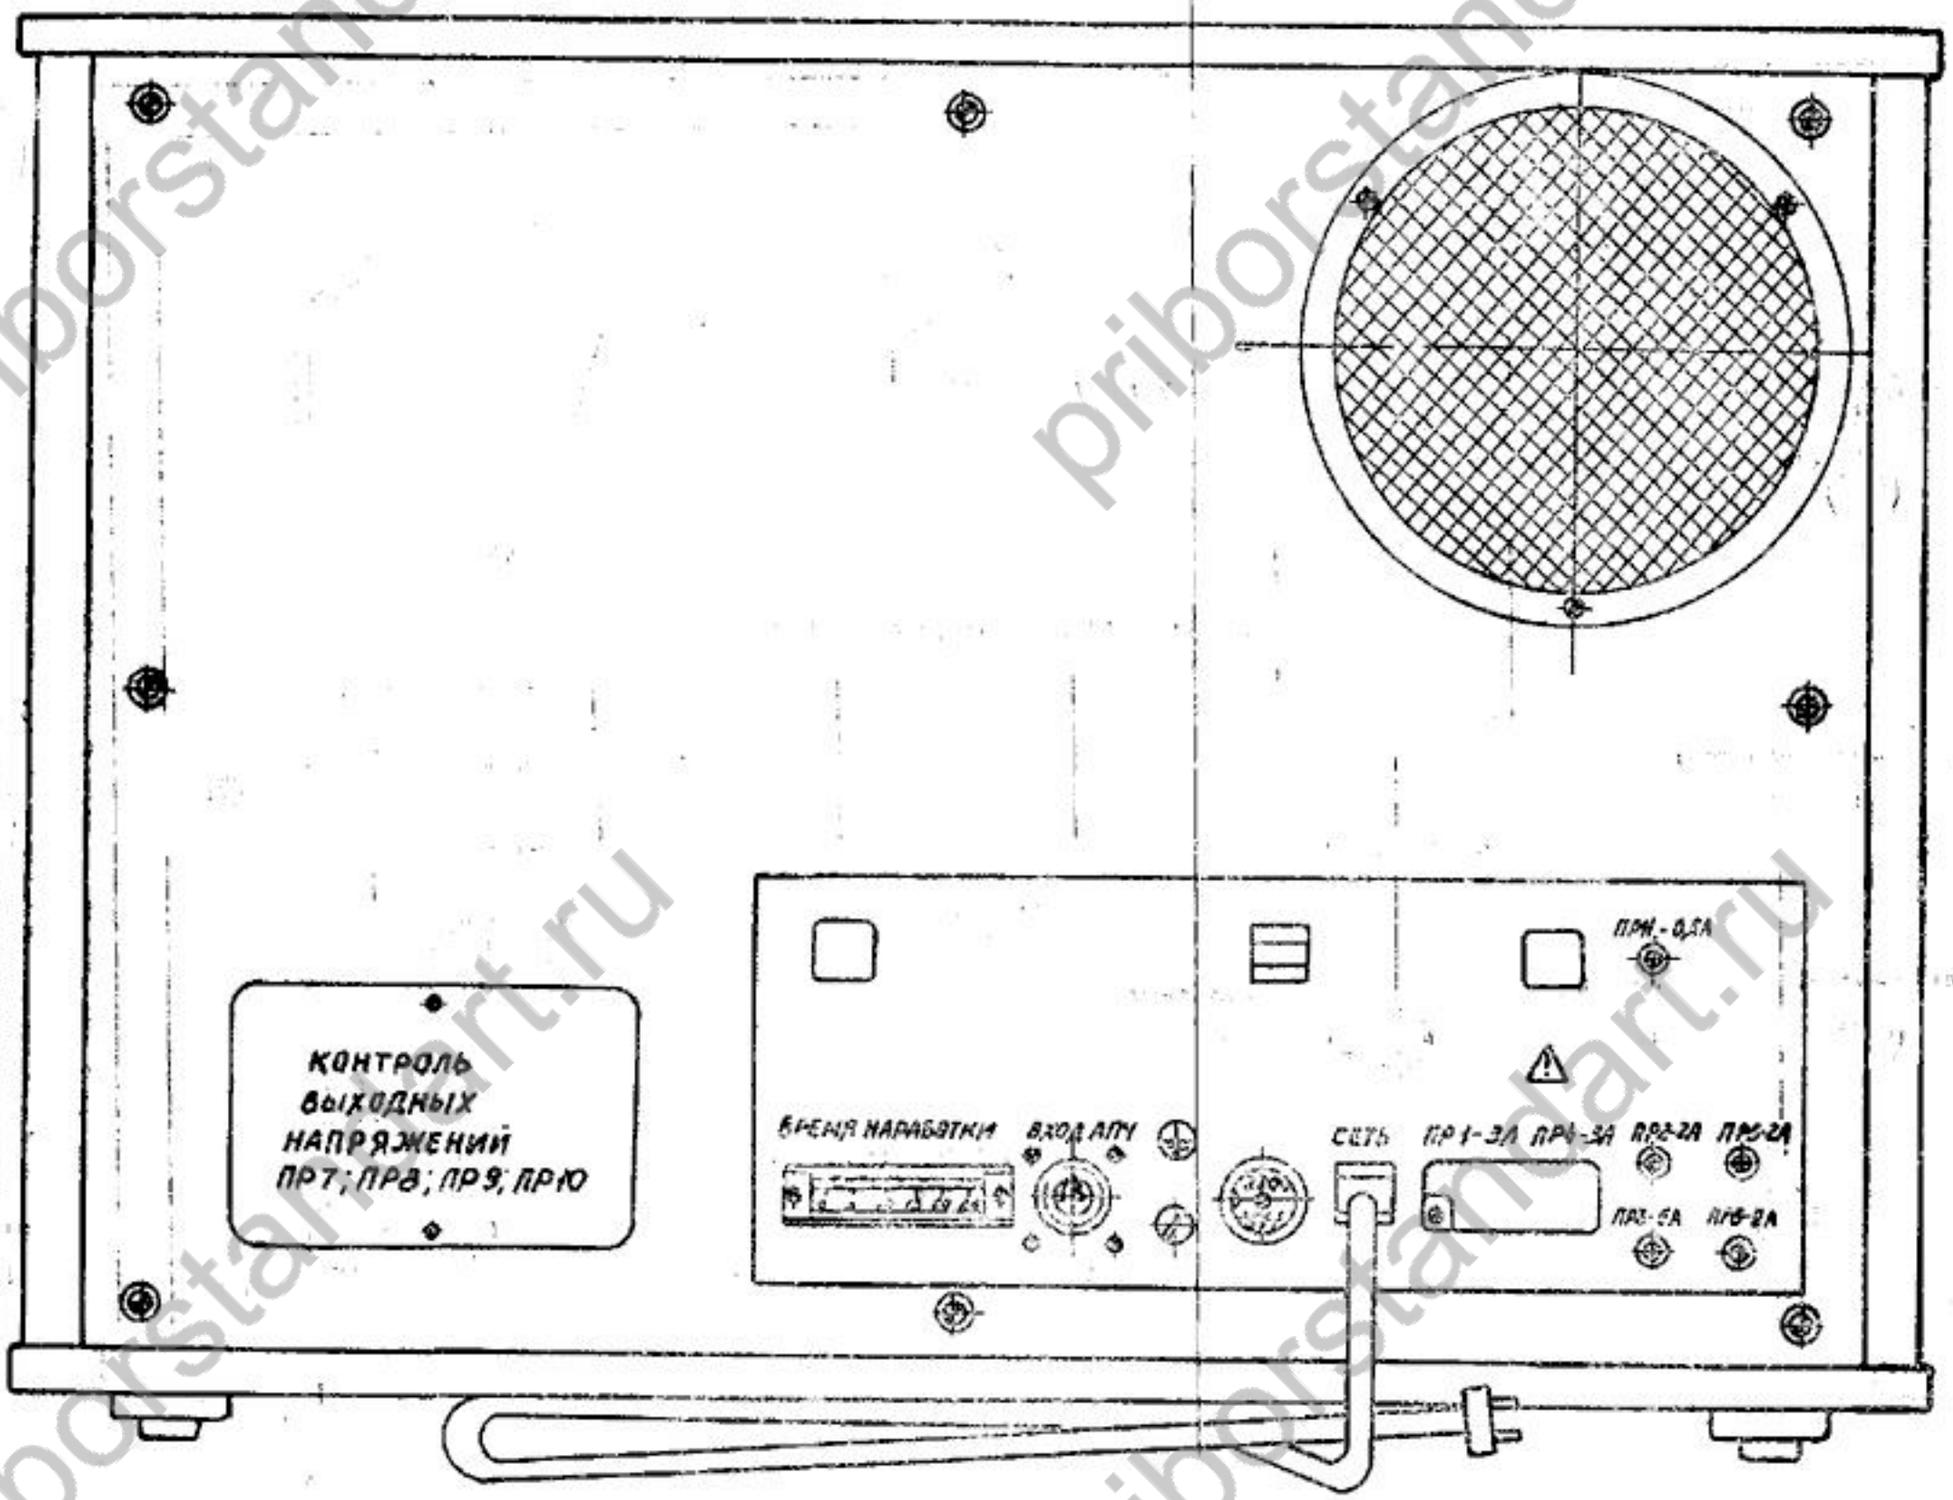

Рис. 19. Вид на генератор сзади
8. 1. 2. На задней стенке (рис. 19) расположены следующие органы управления: